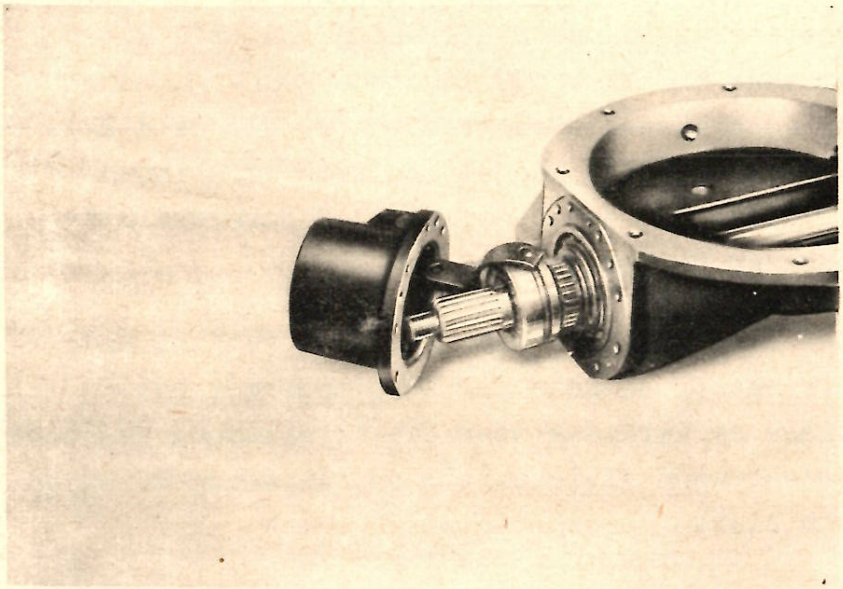

Bild 23
e) Schaltgabel (82) und Kupplungsgehäuse (57) in der Reihenfolge wie im Bild 23 dargestellt, zusammenbauen.